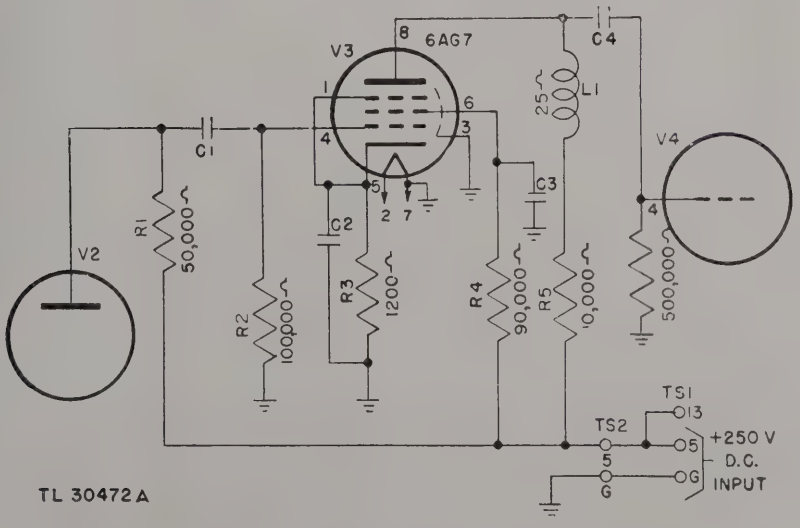

Figure 64. Schematic diagram for voltage analysis.
(2) To minimize voltmeter loading in high-resistance circuits, use the highest voltmeter range. Although only a small deflection will be obtained (possibly only 5 divisions on a 100-division scale), the accuracy of the voltage measurement will be increased. The decreased loading of the voltmeter will more than compensate for the inaccuracy which results from reading only a small deflection on the scale of the voltmeter.
(3) When a voltmeter is loading a circuit, the effect can always be noted by comparing the voltage reading on two successive ranges. If the voltage readings on the two ranges do not agree, voltmeter loading is excessive. The reading (not the deflection) on the highest range will be greater than on the lowest range. If the voltmeter is loading the circuit heavily, the deflection of the pointer will remain nearly the same when the voltmeter is shifted from one range to another.
(4) The voltage tables and drawings given in this manual are based on readings taken with the multirange meter, Test Set TS-96/TPS-1, with 20,000 ohms-per-volt sensitivity. The trouble shooter should use a meter having the same ohms-per-volt sensitivity. The meter used in testing for the voltage will then produce the same amount of loading as the meter used in taking the voltage readings given in the tables and drawings, and it is unnecessary to consider the effect of loading.
d. Practical Example of Voltage Analysis. Figure 64 illustrates a typical amplifier stage. The values of the various parts are labeled as well as the input voltages. The normal voltages at the V3 tube socket pins are:
To check the stage shown in figure 64 for an abnormal voltage measurement, measure the voltages between the socket contacts and the chassis.